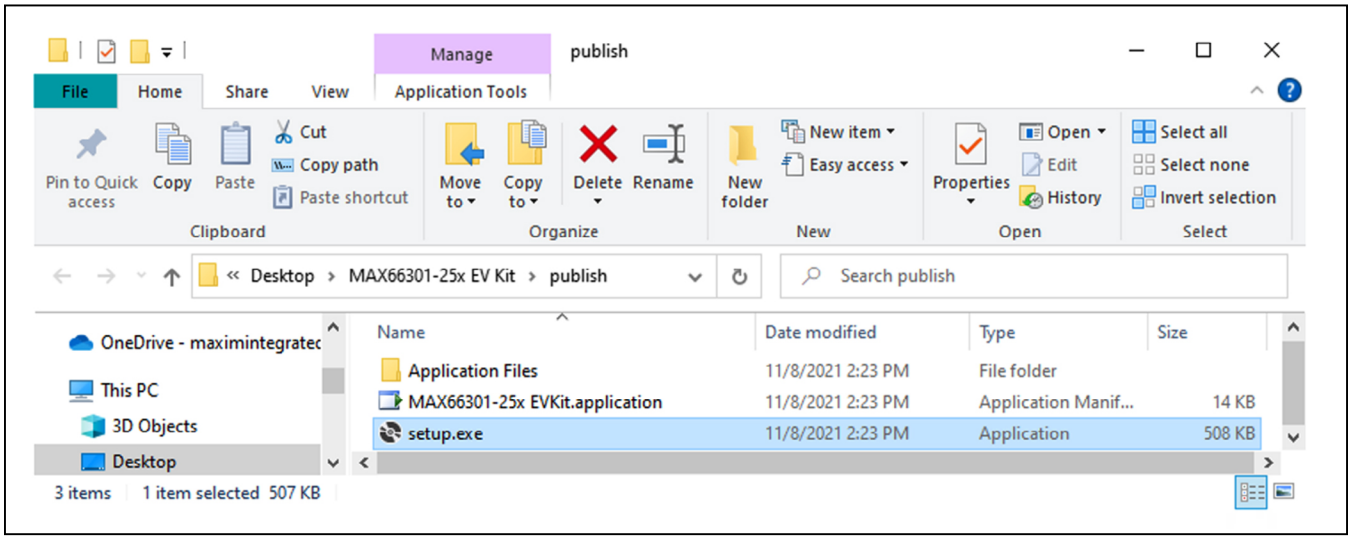

Figure 2. MAX66301-25x EV kit Setup
6) Open the **MAX66301-25x EV kit** folder, as shown in Figure 2, and double-click the **setup.exe**.